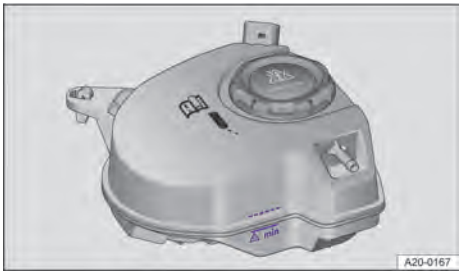

Bilde 204 I frontrommet: Merke på kjølevæskeekspansjonsbeholderen (eksempel).
1. Kontroller kjølevæskenivået ved hjelp av merkene på siden av kjølevæskeekspansjonsbeholderen i kald tilstand → Bilde 204. Kjølevæskenivået må være innenfor merkene.
2. Fyll kun ny kjølevæske som oppfyller spesifikasjonene, til det øvre nivåmerket → Side 340. Etter påfylling skal kjølevæskenivået være innenfor merkene på ekspansjonsbeholderen → Bilde 204.